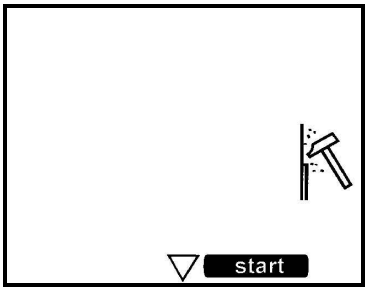

Rys. 6
1. Proszę otworzyć drzwiczki (10) i pokrywę (9).
2. Prosze wyjąć pojemnik (2) i blachę (15).
3. Proszę włączyć przycisk progarmowania (3).
4. Proszę wybrać za pomocą przycisku (12) program odkamieniania. Na displayu miga symbol pokazany na rys. 6.
5. Proszę przycisnąć prawą część przycisku start (13).
6. Proszę wyciągnąć wąż spustowy (5).